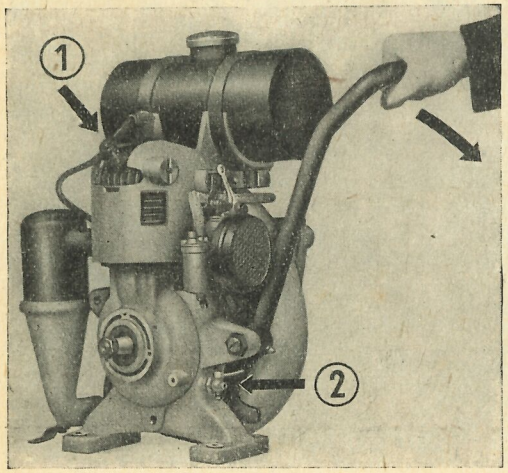

Bild 22
e) Dekompressionsventil (1) im Zylinderkopf und Ablaßhahn am Kurbelgehäuse (2) öffnen und Motor mit dem Starter mehrmals durchdrehen (Bild 22).